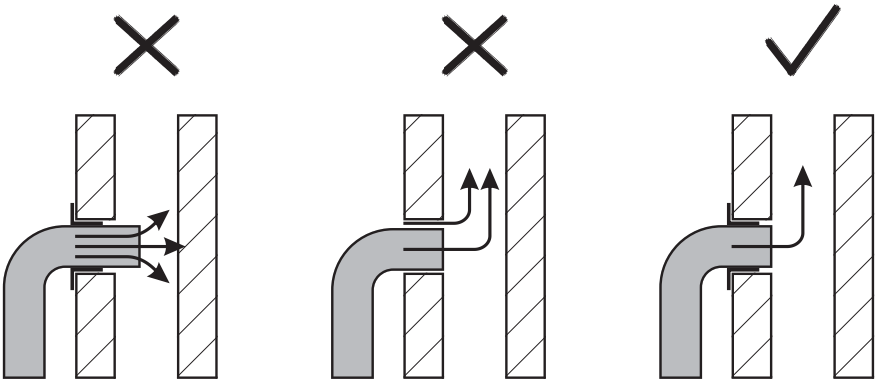

Figure 2b
- le tuyau d'évacuation des fumées ne doit pas pénétrer trop profondément dans la cheminée, et les buses de connexion doivent être bien scellées (figure 2b).